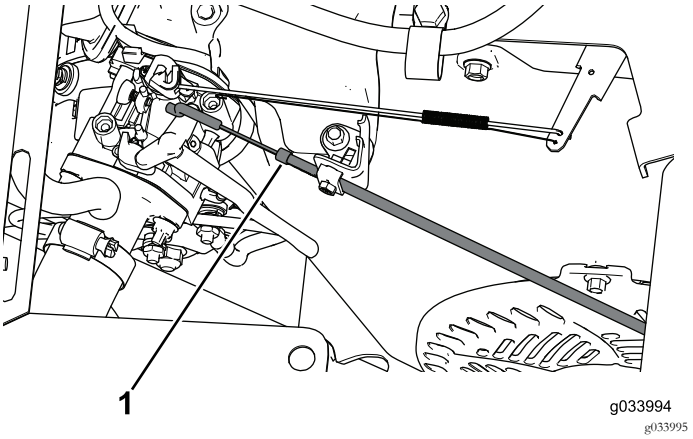

Рисунок 11
5. Отсоедините трос воздушной заслонки от двигателя (Рисунок 11).